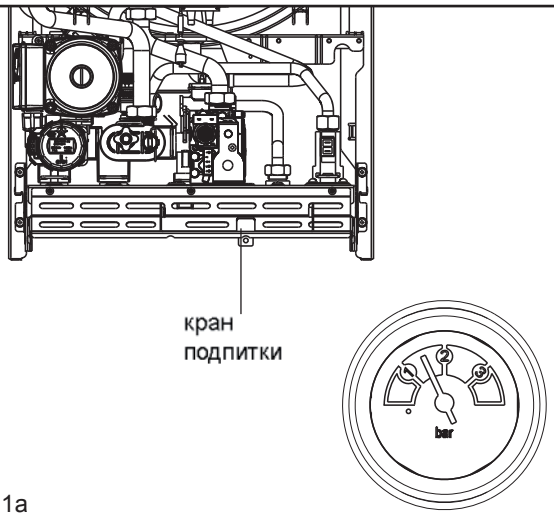

Рис. 5.1a
- Откройте кран подпитки (рис. 5.1a) и держите его открытым до тех пор, пока давление не поднимется до уровня от 1 до 1,5 бар.